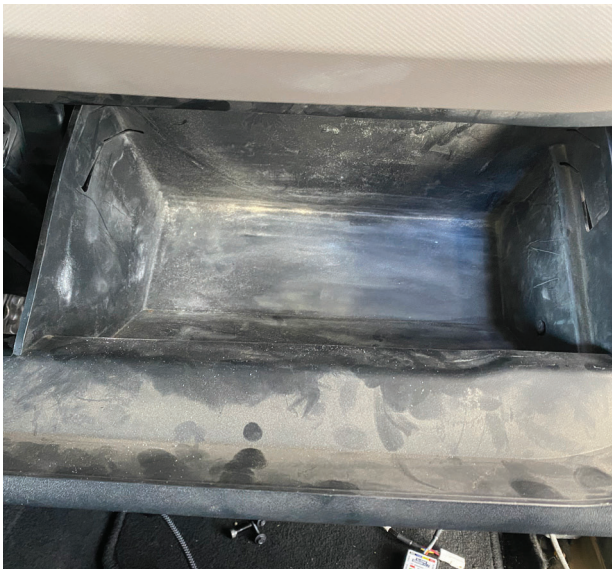

Fig. 39: Remove the glove box.
10. Remove the glove box by pressing the tabs on the outside toward the center and gently lowering it, then raise it off the hinges (Fig. 39).